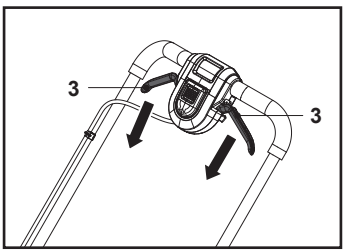

**Rys. 17**
Puścić dźwignie uruchamiania (3), aby wyłączyć silnik i zatrzymać ostrze tnące (22) (rys. 17).